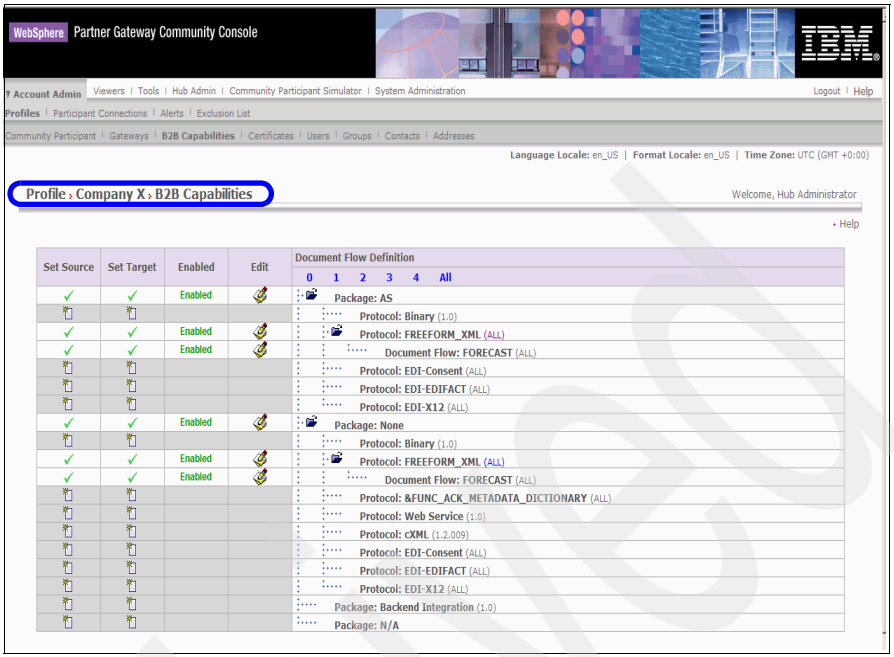

Figure 10-14 Setting the B2B capabilities of Company X on server Company E
3. Set the B2B capabilities of partner Company X as shown in Figure 10-14 on page 297.